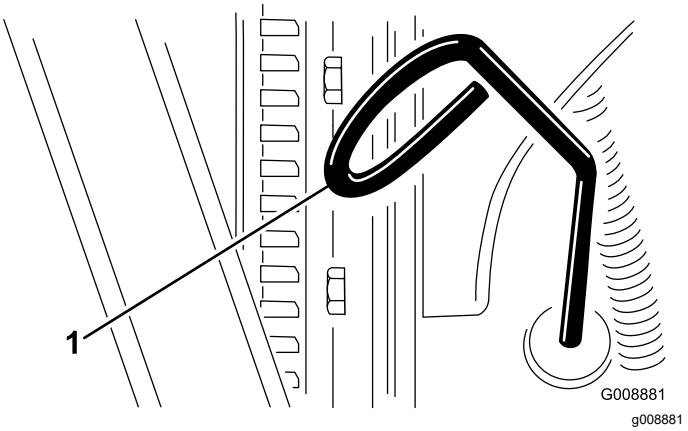

Figur 59
3. Ta ut peilestaven, tørk den ren og sett den tilbake på plass (Figur 59).